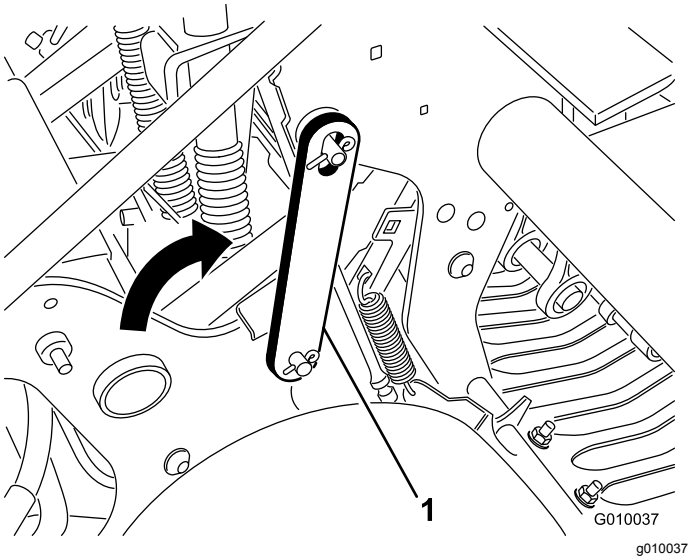

Figur 22
4. Vri servicelåsen bakover og før på luftehodesplinten (Figur 22). Fest den med klipsring.